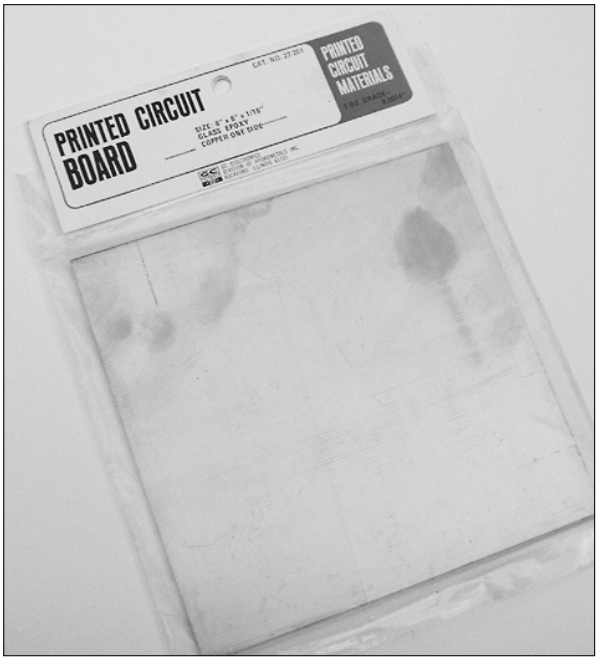

Figure 12-1: A printed circuit board is made of copper and an insulating backing.
- You make a printed circuit board by gluing a very thin sheet of copper over a plastic, epoxy, or phenolic base. This copper sheet is called *cladding* and represents the foil side of the board. We show an example of this bit of copper in Figure 12-1. It looks pretty boring because here it's just a blank canvas. It can become almost anything at this point.